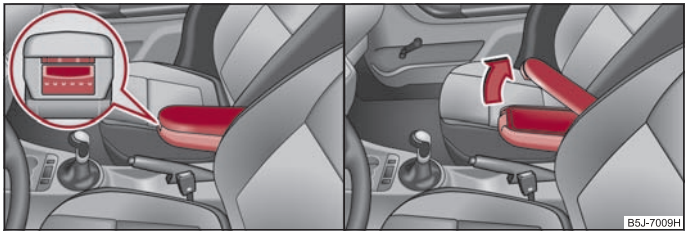

Fig. 83 Armrest: Storage compartment / open storage compartment
– Press the bottom button on the face end of the armrest ⇒ fig. 83 on the left. Fold the armrest forwards and release the button.
– Press the top button and fold up the cover of the storage compartment ⇒ page 75, fig. 83 on the right.